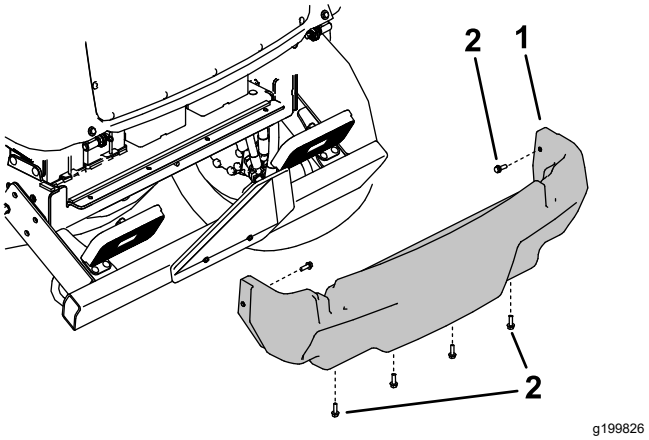

Figuur 112
5. Verwijder de 6 flensschroeven waarmee het achterscherm aan het frame is bevestigd, en verwijder het achterscherm (Figuur 112).
4. Monteer het achterscherm (Figuur 112).